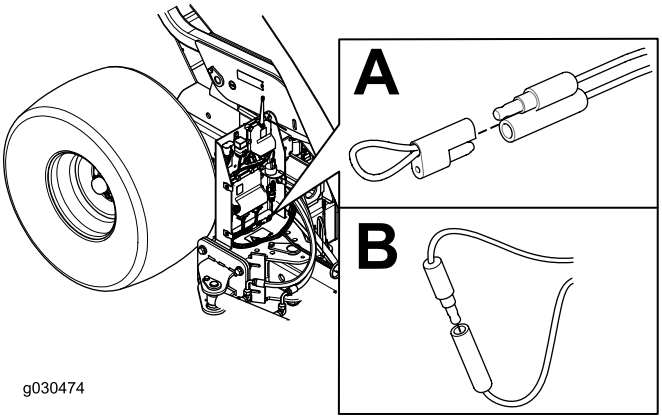

Figur 40
4. Træk fastgørelseshætten af de to diagnostikparallelkonnektorer (Figur 40, A).
5. Tilslut de to diagnostikparallelkonnektorer (Figur 40 B).